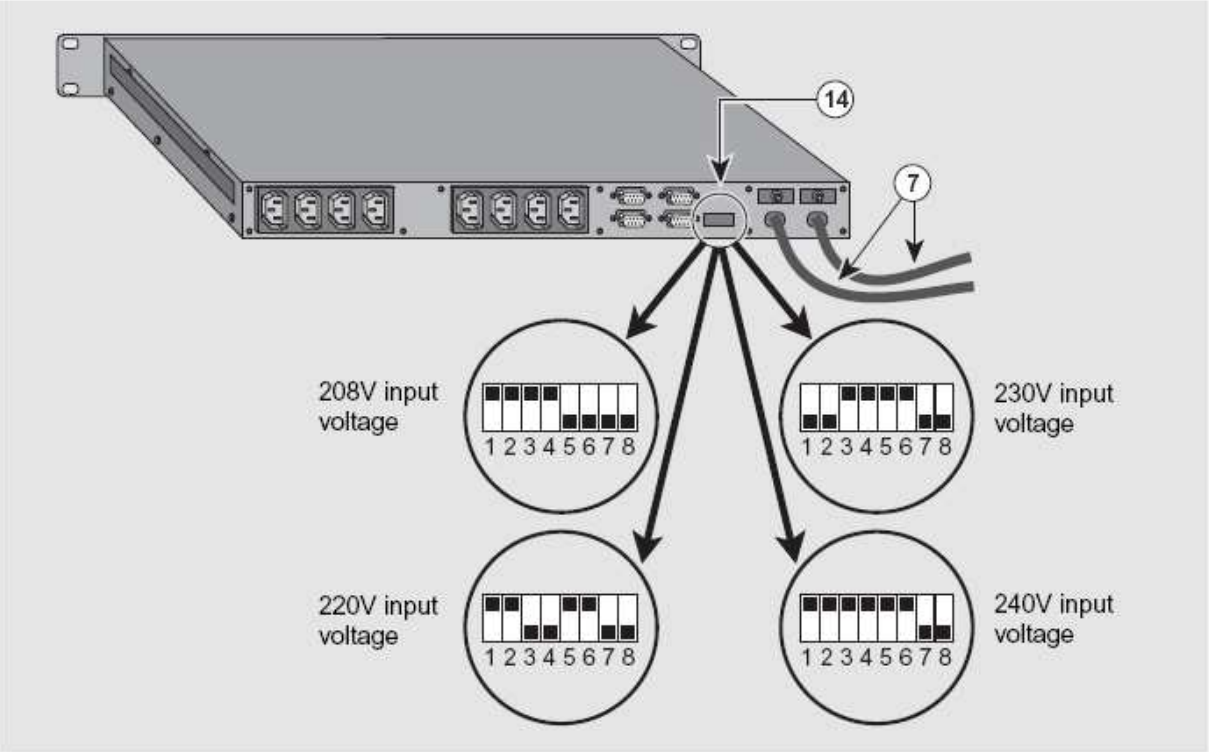

Fig. 3
The factory input voltage setting for **Pulsar STS 10** and **Pulsar STS 16** is 230V. If necessary, set the voltage to another value (208V, 220V, 230V or 240V) using the voltage selector (14) (see figure 3).